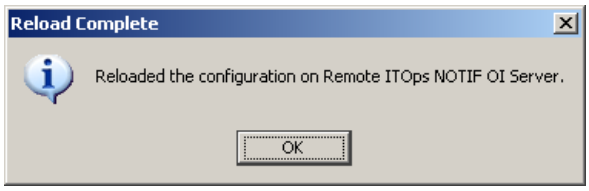

Figure 50 Reload Complete dialog box
6. The **Reload Complete** dialog box appears as shown in Figure 50 on page 82. This dialog box confirms that the new configuration in the *.ncf file has been reloaded and is persistent in the remote server. Click **OK**.
6. The **Reload Complete** dialog box appears as shown in Figure 50 on page 82. This dialog box confirms that the new configuration in the *.ncf package file has been reloaded and is persistent in the remote server. Click **OK**.
3. After the remote server has reloaded the configuration file(s), the **Reload Complete** dialog box shown in Figure 50 on page 82 appears. This dialog box confirms that the new configuration in the *.ncf file has been reloaded and is persistent in the remote server. Click **OK**.